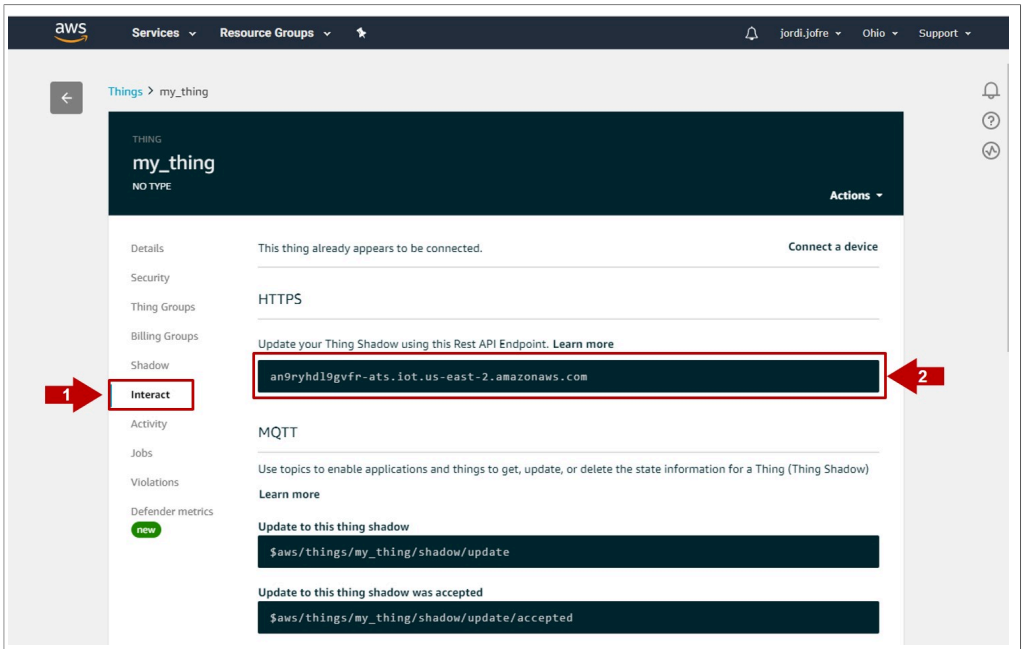

Figure 40. Find your Rest API Endpoint
2. On the left hand side menu, (1) go to **Interact**. Inside this menu, you will find your (2) Rest API Endpoint as indicated in Figure 40. Copy this URL.